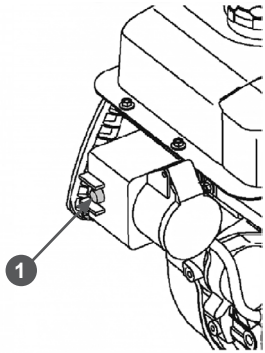

Рис. 35 Кнопка включения электрического стартера
5. Нажмите кнопку 1 включения электрического стартера и удерживайте ее (Рис. 35).